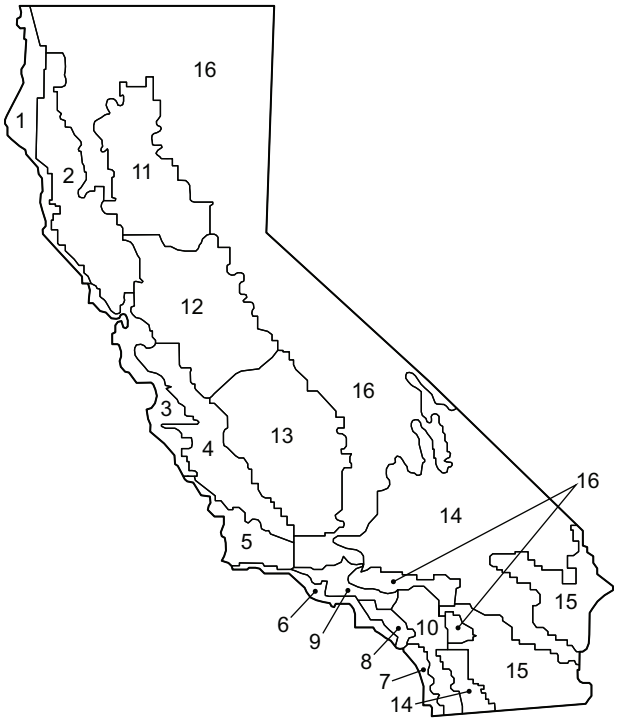

Fig. 70 — California Title 24 Zones
b. See Fig. 70 for map of California Title 24 zones.